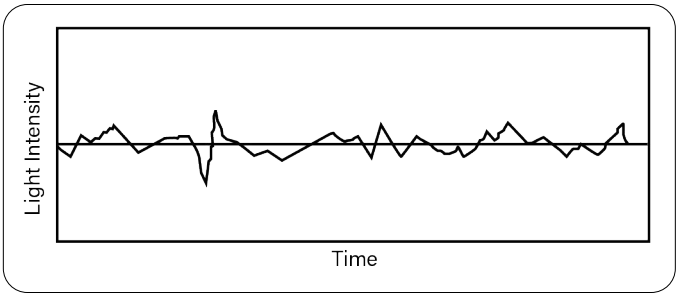

Figure 1: Intensity Fluctuations in DLS. Figure reprinted from the 90Plus Instruction Manual with the permission of Brookhaven Instruments Corporation.
- A detector reads the intensity of light (Figure 1).